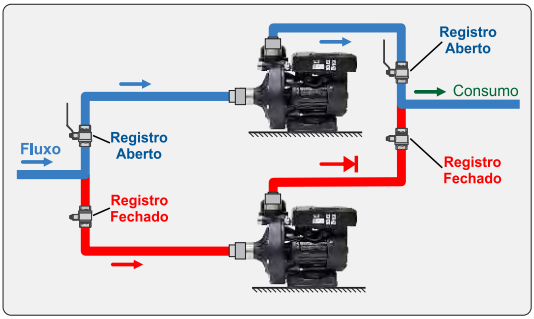

Figura 2
8.9 Recomenda-se a instalação de duas bombas em paralelo, uma em operação e a outra reserva nas instalações onde o fornecimento de água não possa ser interrompido (ver figura 2).